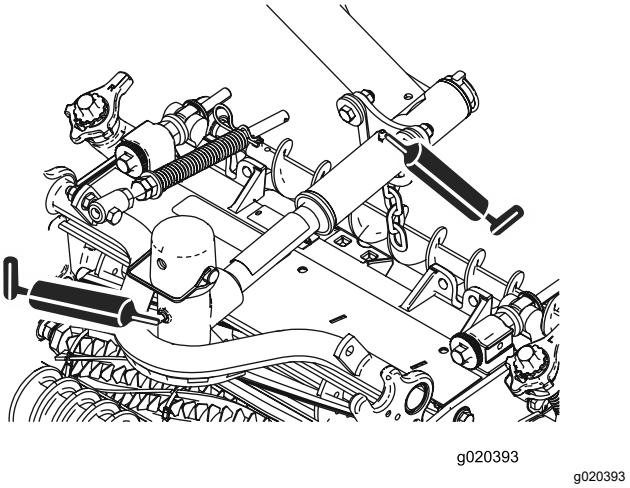

Figur 44
- Klippeenhedens drejetapper (2 hver). Se Figur 44.